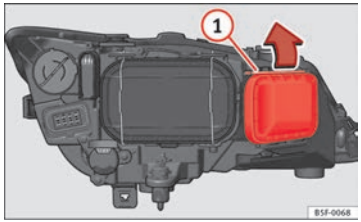

Fig. 185 Main beam bulb
- Move the loop ⇒ Fig. 185 (1) in the direction of the arrow and remove the cover.